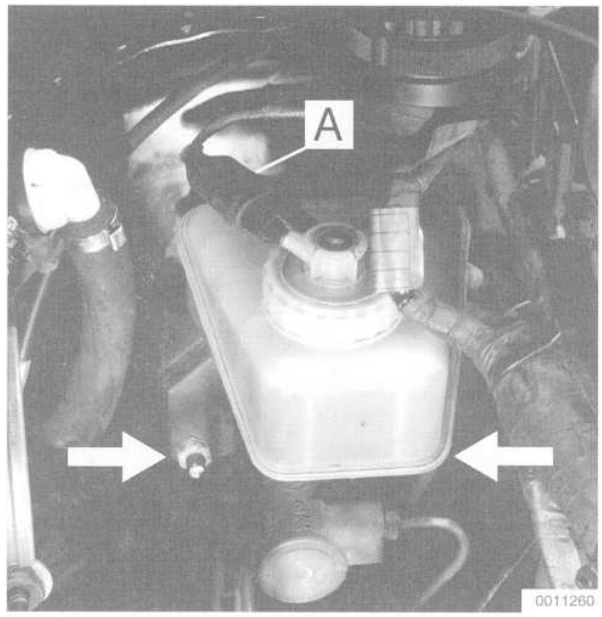

Fig. 12. Brake master cylinder mounting nuts (**arrows**), and brake fluid level sender connector (**A**).
4. Disconnect the brake fluid lines from the master cylinder. Unscrew the mounting nuts and remove the master cylinder from the brake booster. See Fig. 12.